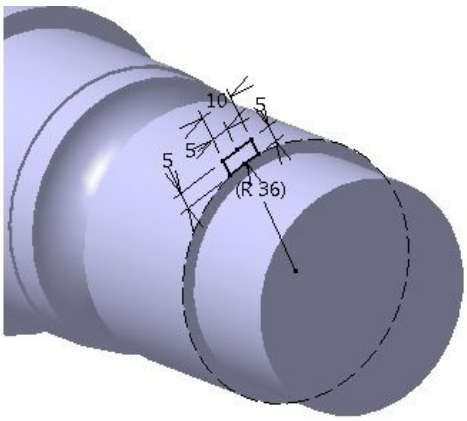

Figure 9-70 *The sketch for creating the pad feature*
b. Create a pad feature on the right of the base feature and then pattern it using the **Circular Pattern** tool, refer to Figures 9-70 and 9-71.
1. Create the sketch of the pad feature on the planar face of the base feature, as shown in Figure 9-70. In this figure, the constraints have been hidden and the model has been oriented in 3D space for better visualization of dimensions and position of sketch.